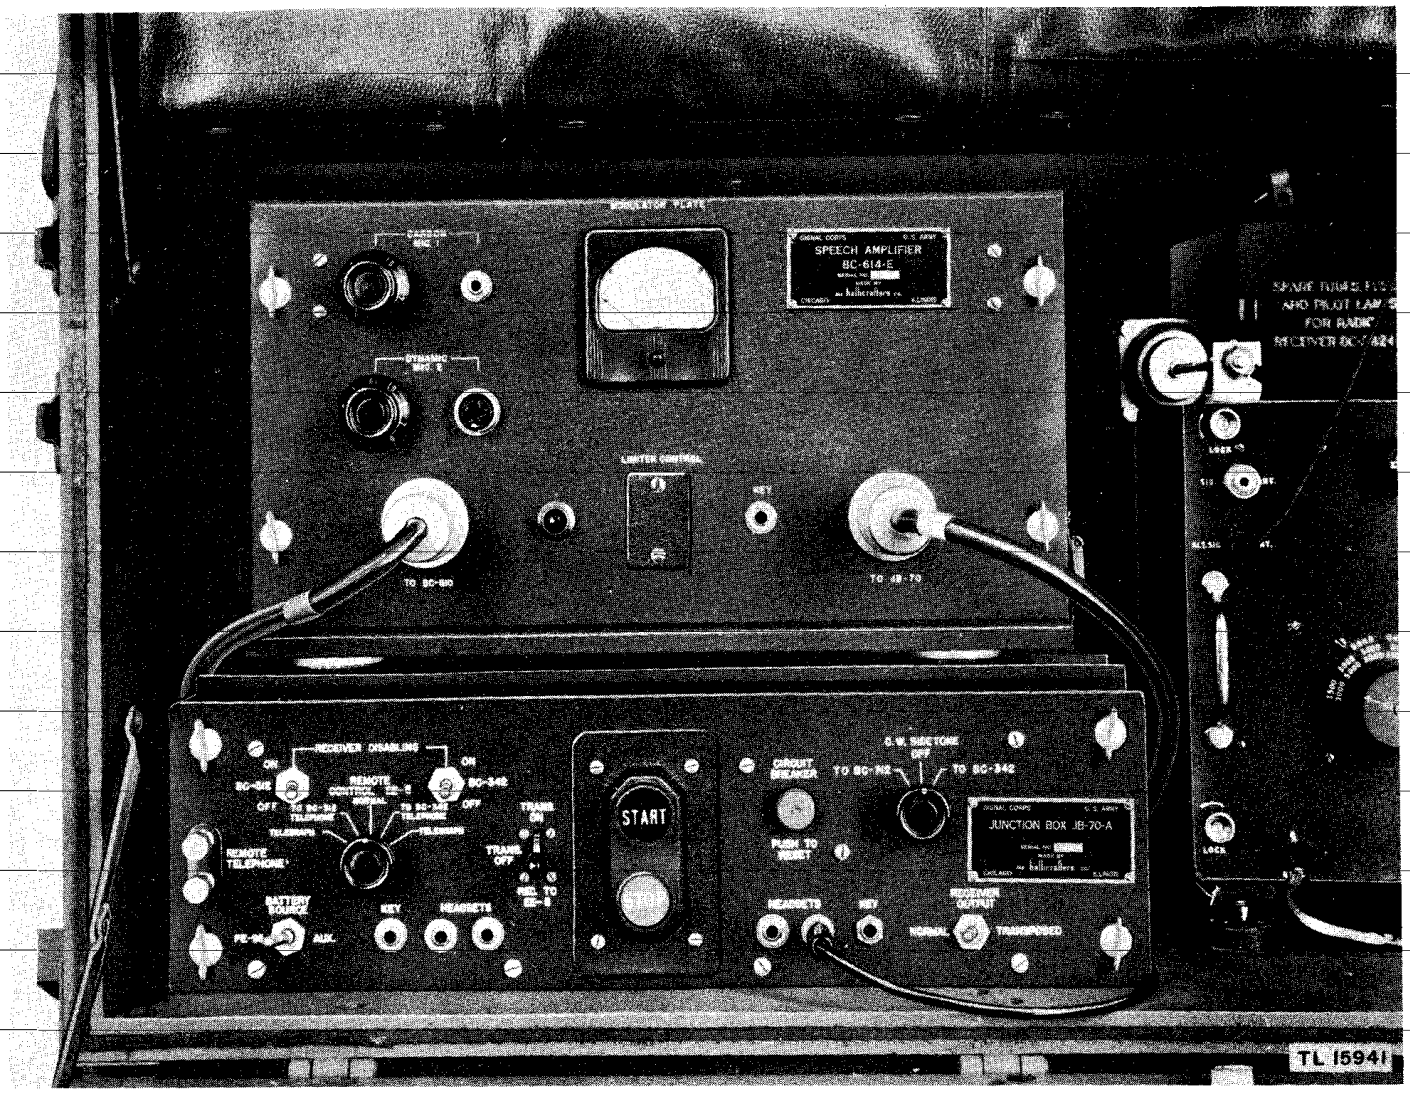
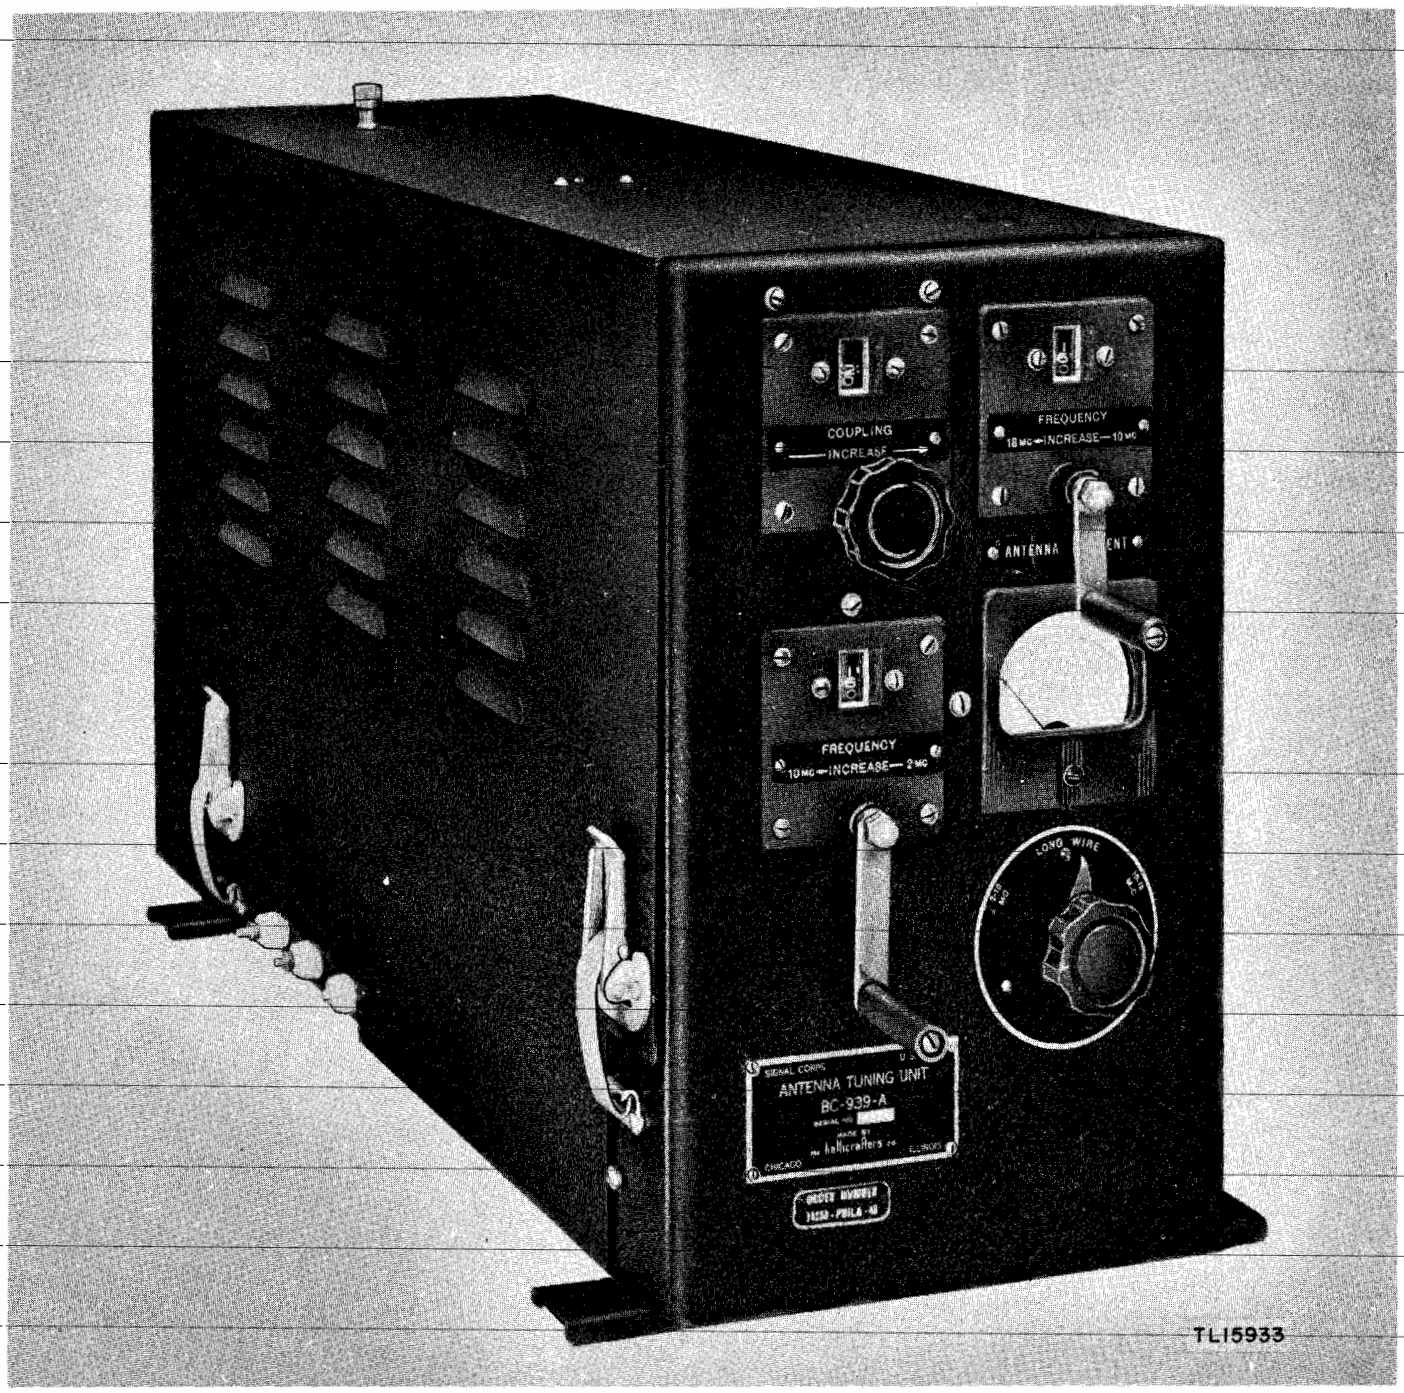

Figure 8. Speech Amplifier BC–614–E and Junction Box JB–70–A in Chest CH–120–A — front view.
Figure 9. Antenna Tuning Unit BC–939–A.
8. Speech Amplifier BC–614–E (fig. 8)
b. Junction Box JB–70–A serves as a control center for the station. The front panel controls (fig. 8) provide for:
(1) Starting or stopping Power Unit PE–95–( ).
(2) Resetting the circuit breaker in the power mains.
(3) Selection of 12-volt battery source.
(4) Control of transmission and reception.
(5) Remote control operation.
(6) Choice of manual or automatic receiver disabling.
(7) Choice of receiver output to headset.
(8) A sidetone signal to monitor transmission during c-w operation.
11. Antenna Tuning Unit BC–939–A (fig. 9)